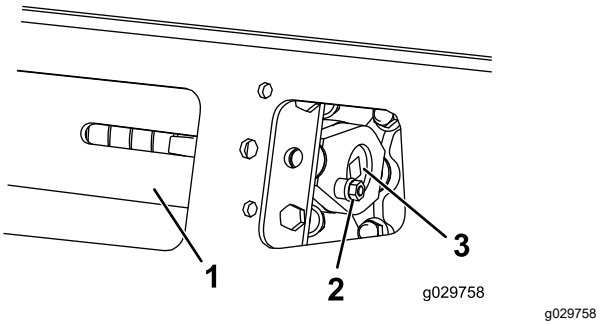

**Figur 59**
3. Ta bort låsbulten, distansbrickan och muttern (Figur 59).
5. Rikta den närmaste skåran i spänningsskruven mot låsbultens hål, och säkra skruven med låsbulten och muttern (Figur 59).
4. Ta bort låsbulten och muttern (Figur 59).
5. Använd en ½-tums hylsnyckel och lossa drivspänningen genom att vrida spännskruven medsols (Figur 59 och Figur 65).